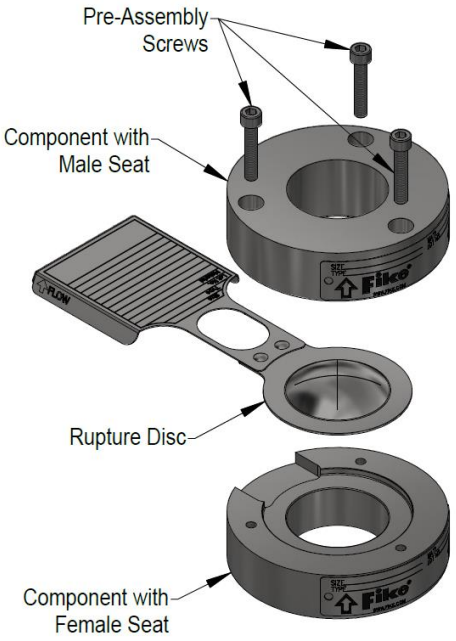

Figure 5 - Insert (GI) Holder w/ Pre-assembly Screws
2. Place rupture disc into holder component with female seat with flow arrow on rupture disc tag pointing in the same direction as flow arrow on holder tag (See Figures 5 and 6).